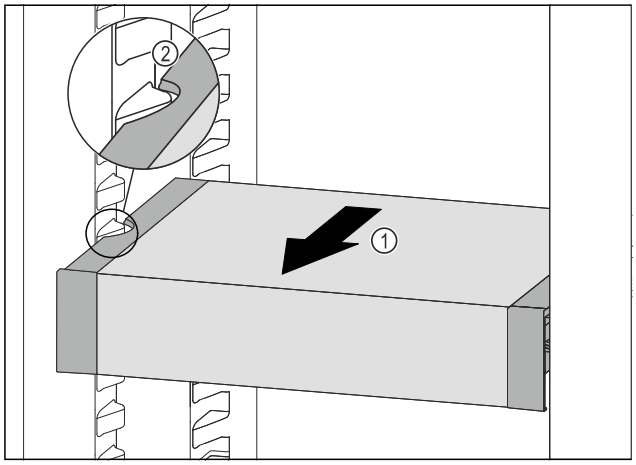

Fig. 176
▶ Trageți în față VarioSafe *Fig. 176 (1)*, până când degajările laterale ale VarioSafe se află la înălțimea nervurii recipientului din frigider. *Fig. 176 (2)*